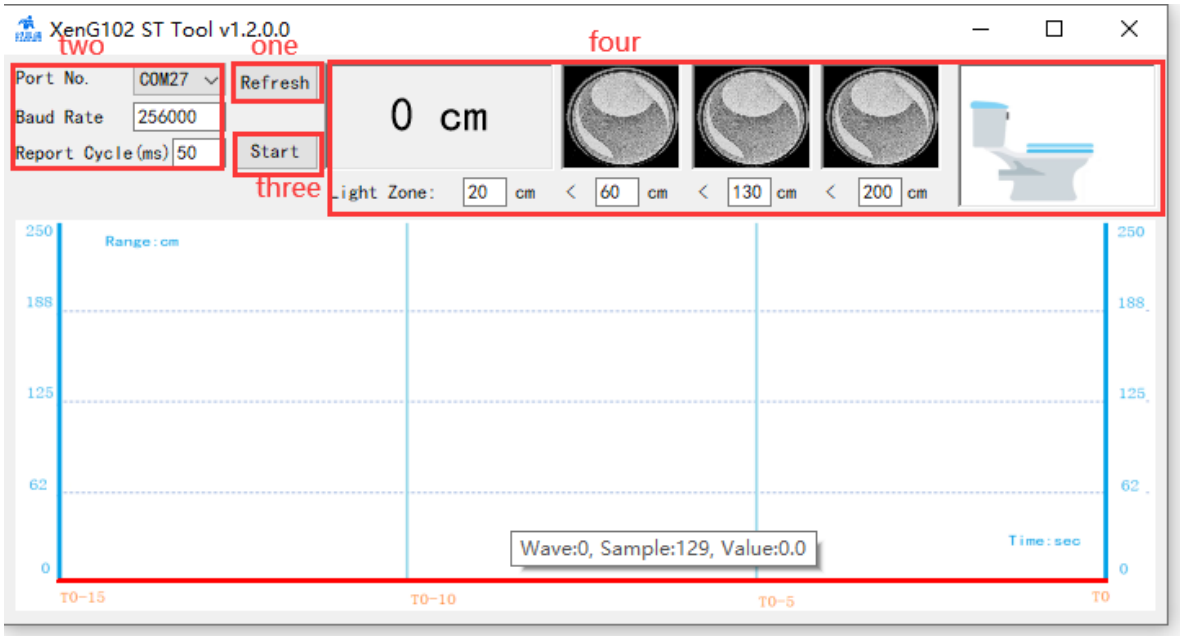

Figure 4-2 Upper computer tool ICLM_XenG102STTool configuration interface
Step 1: Open the upper computer software, click the "Refresh Serial Port" button in the upper left corner of the interface (Figure 4-2 marked area 1), if the distance curve graph appears below the interface, it indicates that the connection is successful;
Step 2: After the module is successfully connected to the upper computer, select the corresponding serial port number in the upper left corner of the interface (No. 2 area marked in Figure 4-2) and enter the baud rate, fill in the reporting cycle according to the reporting frequency of the firmware, and the reporting cycle of the factory firmware is 50 ms;
Step 3: Click the "Start/Stop" switch button (area 3 marked in Figure 4-2) to receive real-time data from the radar and view the real-time waveform of the target distance at the bottom of the upper computer interface. The window above the interface (area 4 marked in Figure 4-2) can display the distance information of the target and the toilet status in real time.